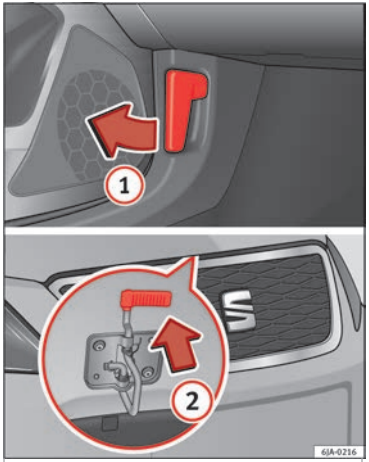

Fig. 108 Unlocking the bonnet.
– Pull the lever (1) »» **Fig. 108** under the dash panel in the direction indicated by the arrow.
– Pull the release catch in the direction of the arrow (2) ››› **Fig. 108** and the bonnet will be released.